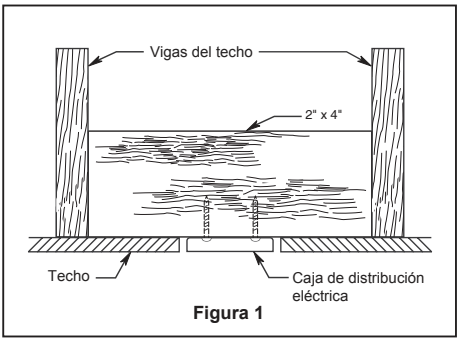

**Figura 1**
**Uso de perfil bajo (Figura 1)**